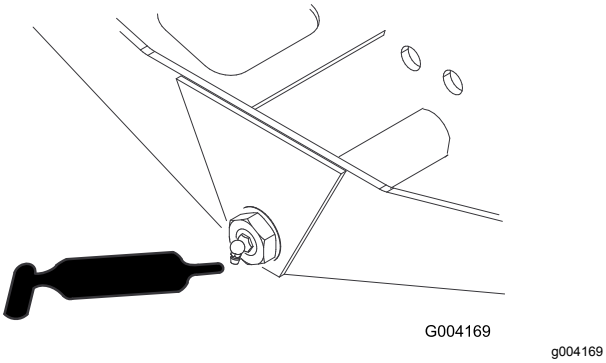

**Figur 80**
- Akselstyretap (1) (Figur 80)